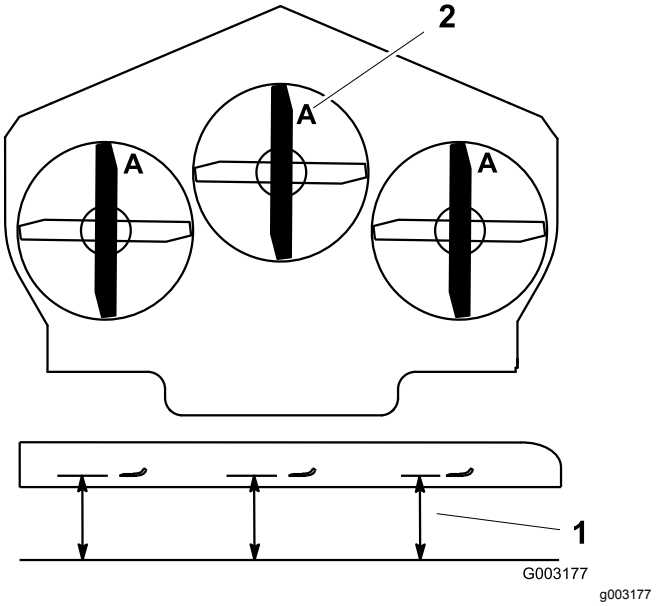

Figur 109
4. Mål fra en jevn overflate til kniveggen, posisjon **A**, på kniven (Figur 109).